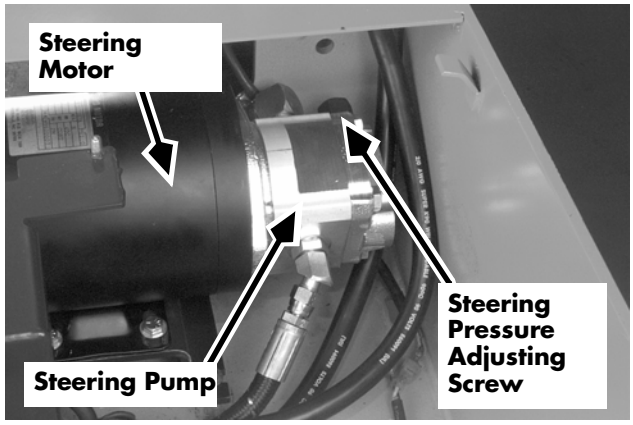

Figure 7-188: Steering Pressure Adjustment Port
4. Remove the cap from the steering pressure adjustment screw, located below the suction line on the pump. (The cap faces toward the forks.) See Figure 7-188.